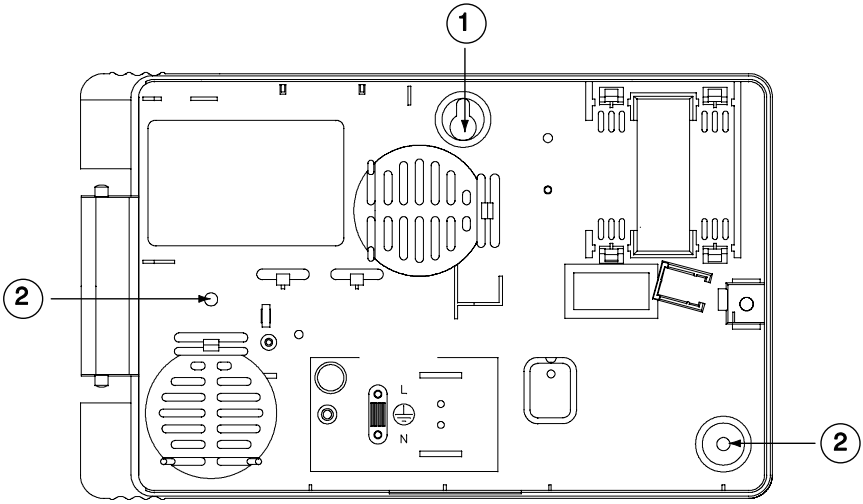

Fig. 5. Monteringshål
4. Håll upp lådan mot väggen och markera placeringen av nyckelhålet (1 på fig. 5).
7. Markera placeringen av de andra monteringshål på väggen (2 på fig. 5).